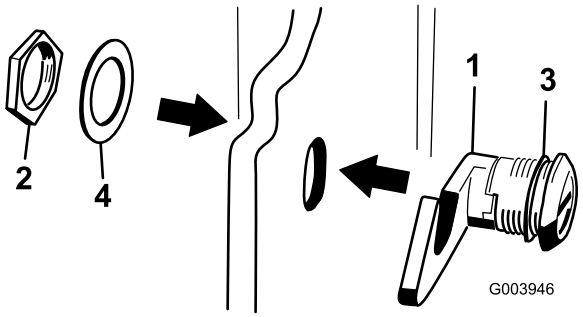

Figur 5
3. Demontera muttern från motorhuvsspärren (Figur 5).
4. För in spärrens krokände i hålet i kåpan från motorhuvens utsida och kontrollera att förseglingens gummibricka är kvar på motorhuvens utsida (Figur 5).